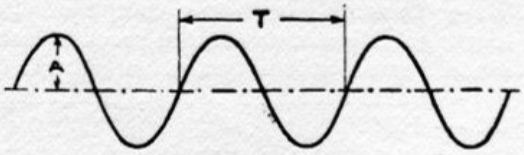

Fig. 4. De spanning van den wisselstroom. A = amplitudo T = periode.
W. — Ja, dat kan ... Maar veronderstel nu eens, dat een electrische machine (een *wisselstroomdynamo*) of een ander toestel periodiek de polariteit van de uiteinden van een geleider omwisselde. Dan werd ieder uiteinde afwisselend positief, daarna nam de potentiaal af, liep door nul heen en werd daarna meer en meer negatief. Na het maximum bereikt te hebben (dat we *amplitudo* noemen), nam de potentiaal weer af, ging hij weer door nul en werd weer positief, nam weer toe ... en alles begon weer van voren af aan (fig. 4.)